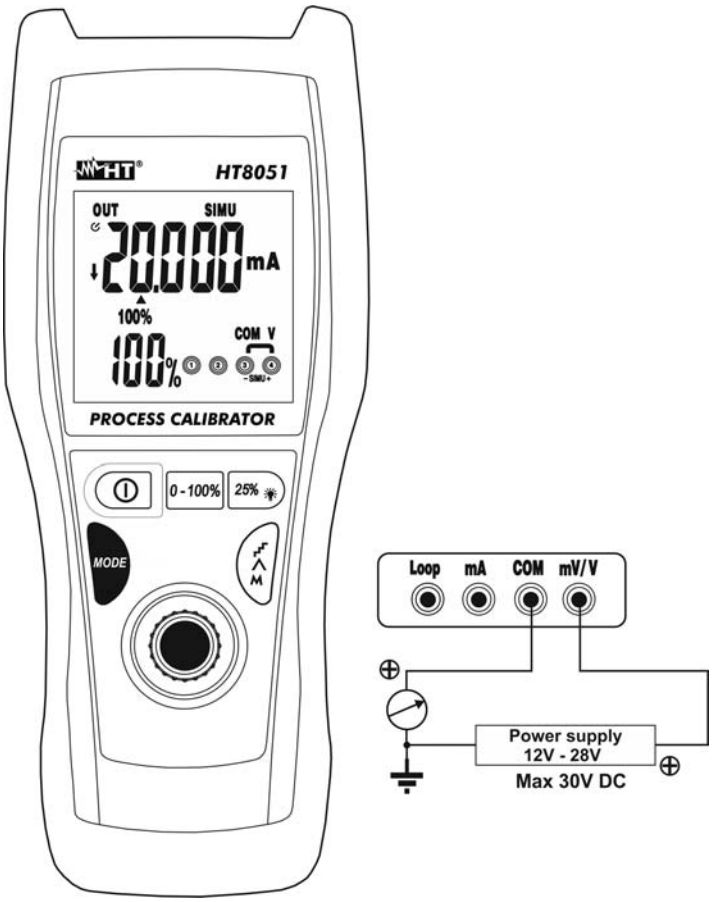

Fig. 8: Simulazione di un trasduttore
5. Posizionare il puntale verde ed il puntale nero rispettivamente nei punti a potenziale positivo della sorgente esterna e positivo del dispositivo esterno di misurazione (ex: multimetro – vedere Fig. 8)
6. Per la generazione del valore negativo della corrente ruotare i puntali di misura in verso opposto rispetto alla connessione di Fig. 8